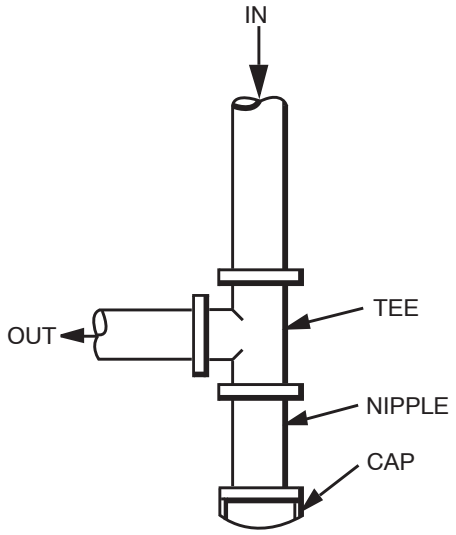

**Fig. 7 - Sediment Trap**
4. Install sediment trap in riser leading to heating section (See Fig. 7). This drip leg functions as a trap for dirt and condensate.